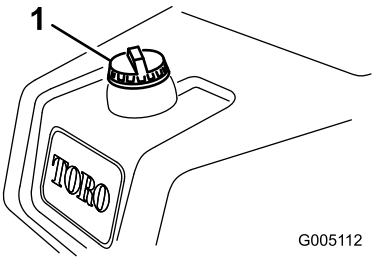

Figur 29
1. Rengør området omkring brændstofdækslet og afmonter det (Figur 29).